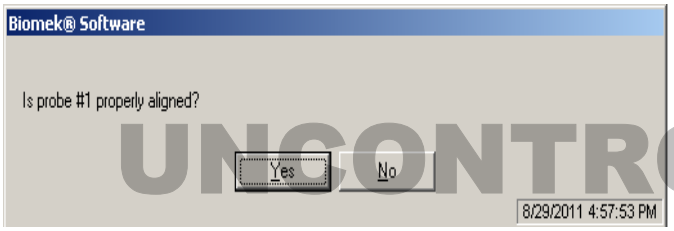

Figure 7. Determining if the probe is properly aligned.
1.15 The next prompt window will open as shown in Figure 7.